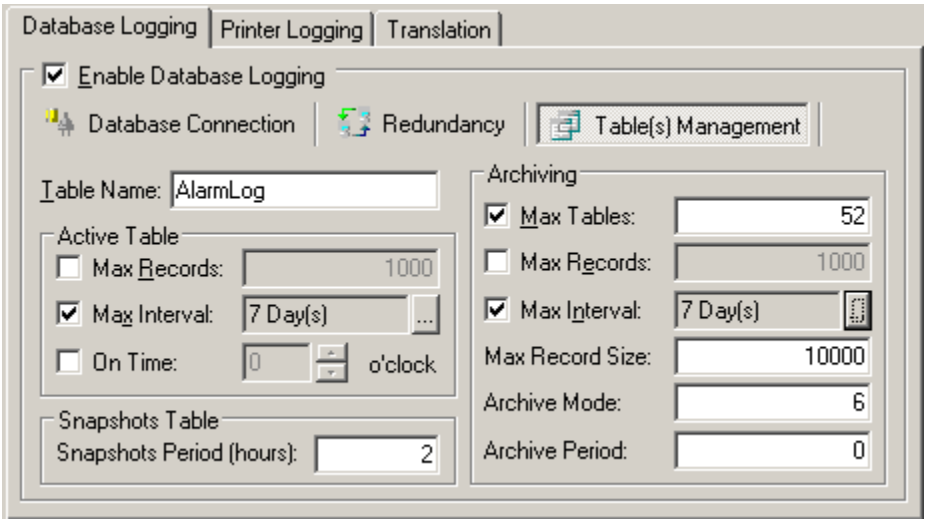

Figure R8.1 - Table(s) Management
For questions 9 and 10, please refer to Figure R8.1.
9. What happens on the eighth day in the configuration show in Figure R8.1?
10. In the configuration shown in Figure R8.1, what is the maximum amount of data that you would have?